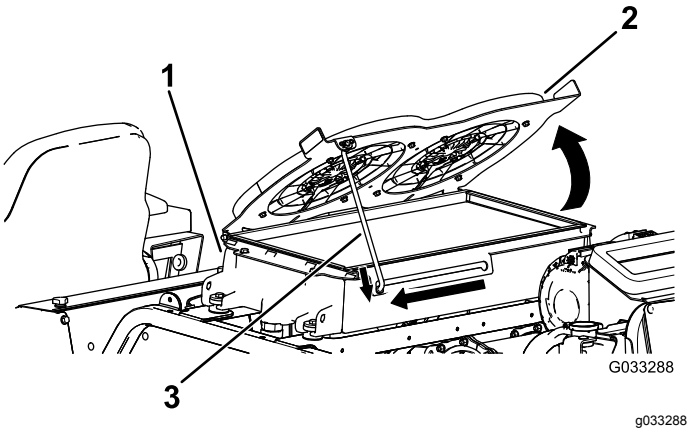

Figur 109
2. Drej hydraulikkøleventilatorerne opad og sæt støttepinden fast i hakket (Figur 109).